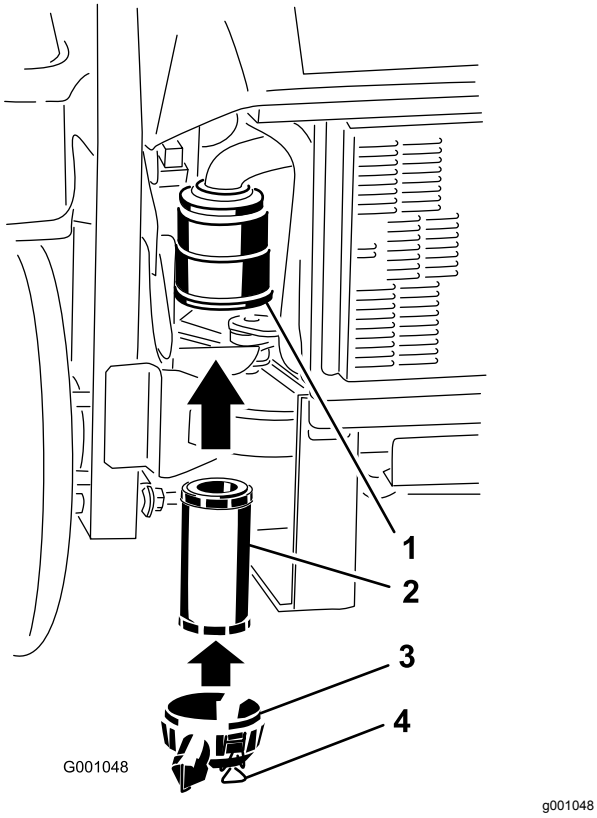

Figuur 59
2. Schuif het filter voorzichtig in het filterhuis (Figuur 59).
3. Plaats het luchtfilterdeksel en maak de sluitingen vast (Figuur 59).